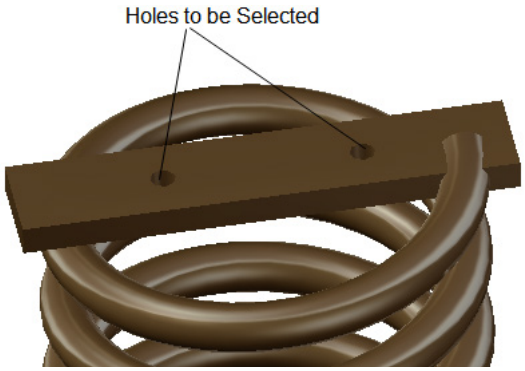

Figure 19-122 The holes to be selected
2. Select the inner face of the holes on the top face of the spring from the graphics area, refer to Figure 19-122. The name of the selected faces of holes are displayed in the **Supports** selection box